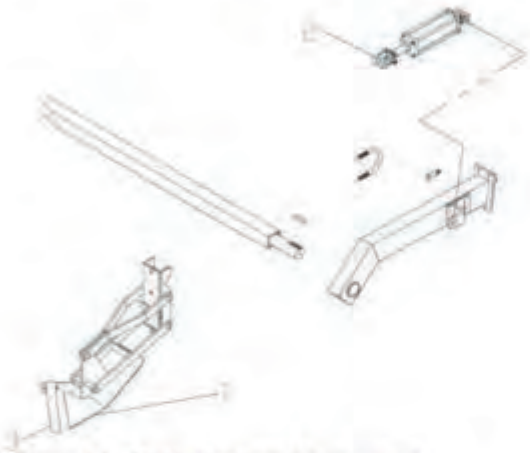

Figure 16. Knife Scalper Adjustment.
1. Adjust scalper shoe (**figure 16**, #1) so it is parallel with the ground or tipped up slightly in front. To do this, adjust the yoke of the hydraulic cylinder (#2) so that when fully extended the scalper shoe is at the correct position.